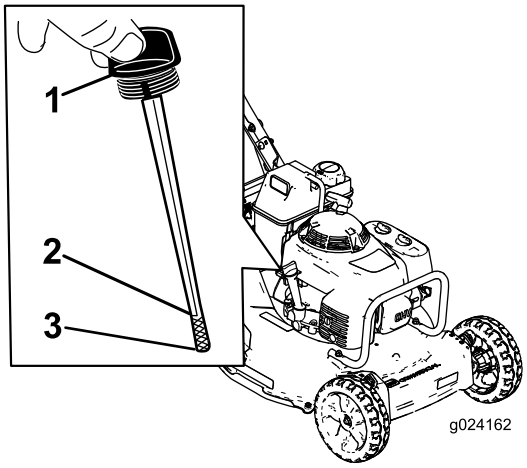

Figur 7
Kontrollera att oljenivån ligger mellan påfyllningsmärket och fullmarkeringen på oljestickan varje gång innan gräsklipparen används (Figur 7).
2. Gör rent runt oljestickan (Figur 7).